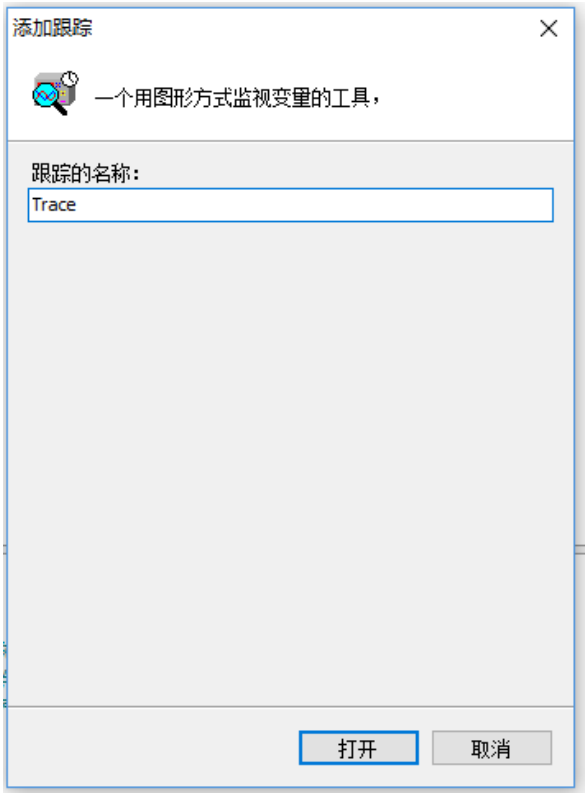

图 6.9　跟踪曲线的名称
2. 在弹出的对话框中填写一个跟踪曲线的名称，如图 6.9 所示的 Trace。